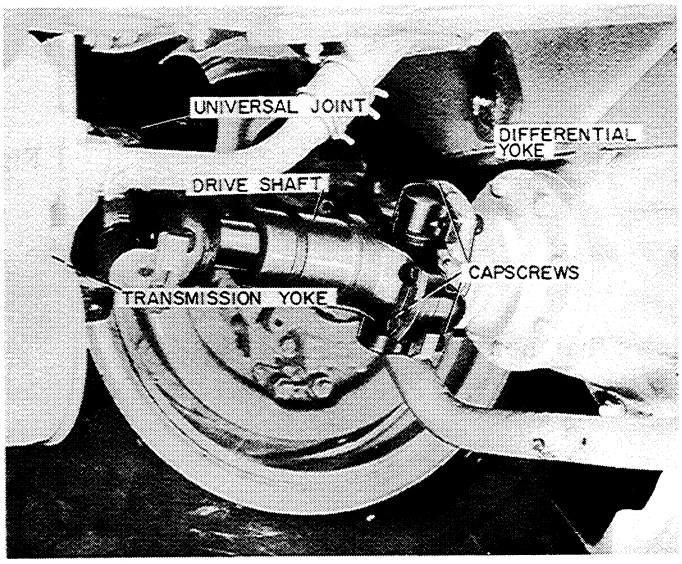

Figure T-82
1. Remove the cap screws from the differential yoke, Figure T-82.
2. Remove the cap screws from the transmission yoke, Figure T-82.